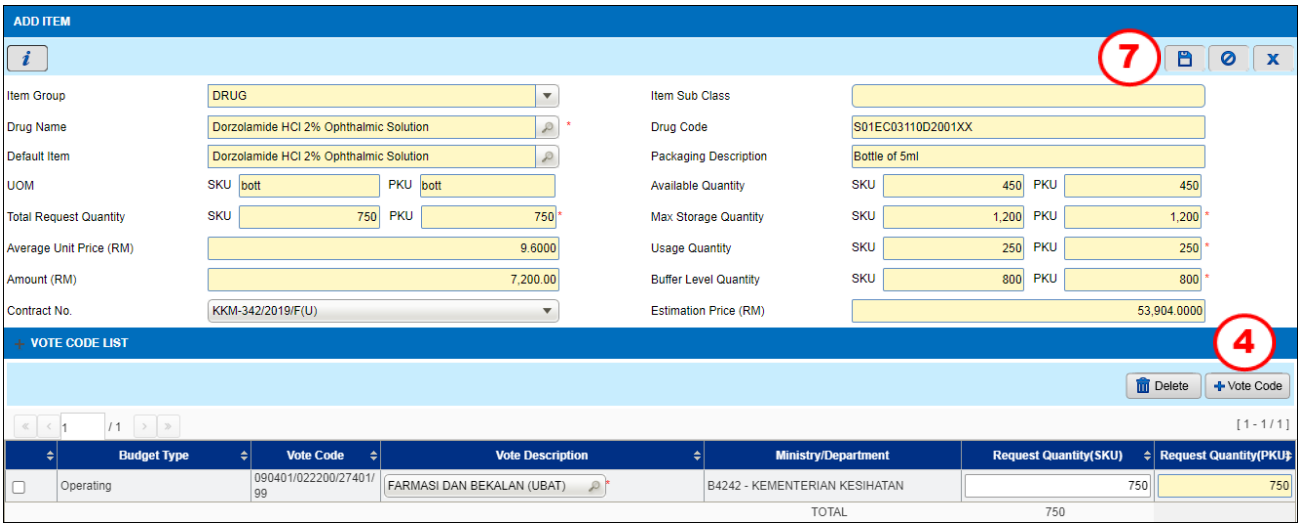

Figure 3.5-3 Recommended Purchase List (RPL) Verify
Double click on the Item List and new screen will be shown in Figure 3.5-3
- *Recommended Purchase List (RPL) Step 3, Figure 3.5-3 Recommended Purchase List (RPL) Verify*